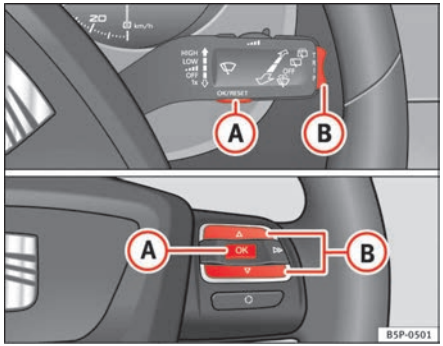

Fig. 41 Rocker buttons A and B. Steering wheel controls.
You can switch between the following displays in the multi-function display (MFD) by operating the rocker switch ⇒ fig. 41 (B) on the windscreen wiper lever.